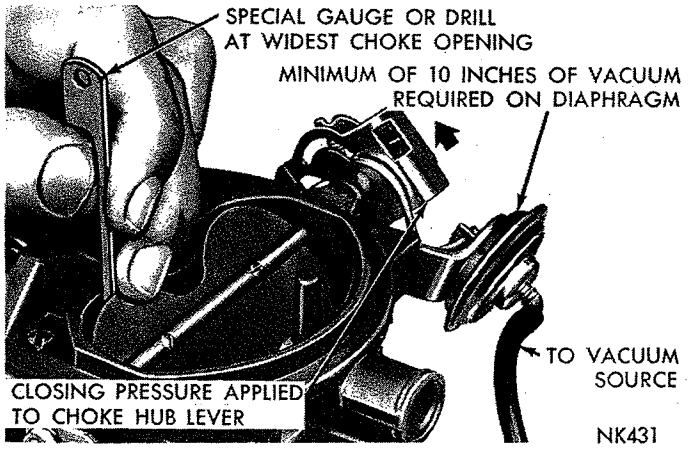

*Fig. 17—Checking the Vacuum Kick Setting*
(1) With fast idle speed adjusting screw contacting step on the fast idle cam shown in (Fig. 17), move choke valve toward closed position with light pressure. Insert a Number 38 drill between choke valve and wall of the air horn.
(2) An adjustment will be necessary if a slight drag is not obtained as drill is being removed.
(3) If an adjustment is necessary, bend fast idle rod at upper angle, using Tool T109-213, until correct valve opening has been obtained.
(1) With engine **Not** running, open throttle valves far enough to allow the choke valve to be moved to closed position.
(2) Disconnect vacuum hose from diaphragm and connect hose from vacuum supply, as shown in (Fig. 17). (A minimum of 10 inches of mercury (HG) will be required.)
(3) Insert a Number 22 drill (CAP Carburetors) or a Number 28 drill (Standard Carburetors) between the choke valve and wall of air horn. Refer to (Fig. 17). Apply sufficient closing pressure on choke shaft lever to provide smallest opening possible, without distortion of diaphragm link. Note that link must deflect a wire spring before it reaches end of travel within lever slot. The link must travel to end of slot for proper measurement of kick adjustment.
(7) Install choke operating link and recheck choke valve opening, using a gauge or drill. Refer to (Fig. 17).